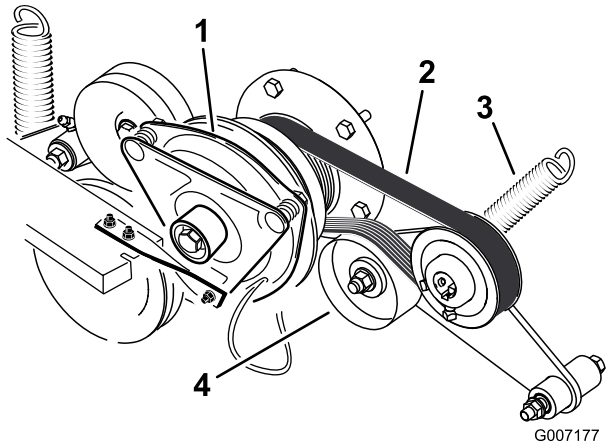

**Figuur 74**
3. Haal de veer van de arm van de spanpoelie (Figuur 74).
4. Plaats een nieuwe riem rond de motorpoelie en de poelie van de pomp van het hydraulische systeem (Figuur 74).
6. Monteer de veer op de arm van de spanpoelie (Figuur 74).